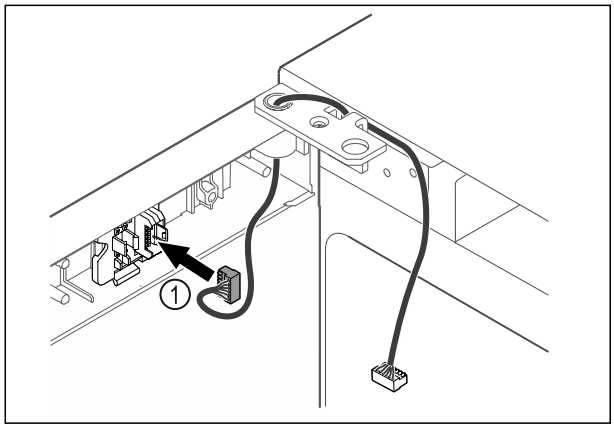

Fig. 41
▶ Put the plug *Fig. 41 (1)* in the plug holder.